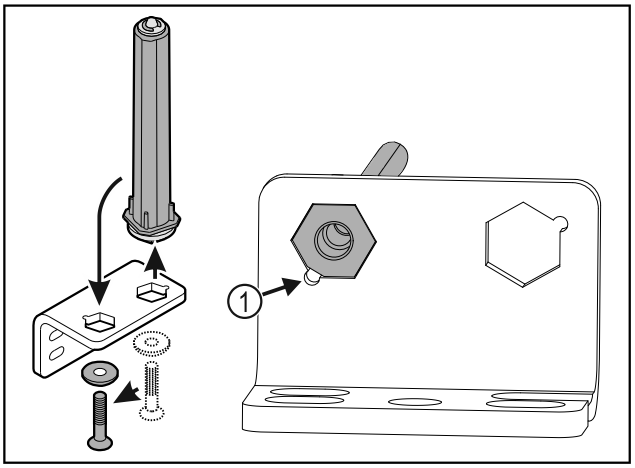

Fig. 27
▶ Make sure the pin chamfer *Fig. 27 (1)* faces the round hole when you put it in.